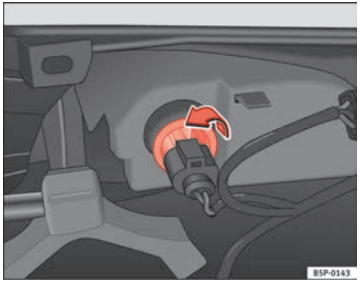

Abb. 200 Leuchte von der Innenseite des Stoßfängers aus gesehen
– Drehen Sie den Lampenträger nach links und nehmen Sie ihn in Pfeilrichtung ab ⇒ Abb. 200. ▶